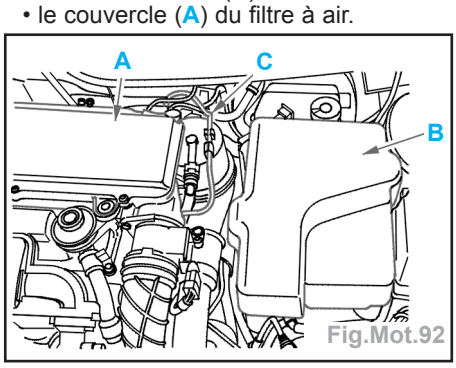

Fig.Mot.92
- Déposer (Fig.Mot.92) :
- le cache batterie (B),
- le couvercle (A) du filtre à air.